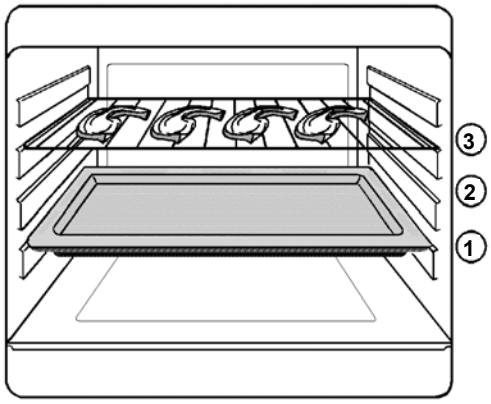

fig. 6
- Glissez la grille support de plat au gradin 2 ou 3 suivant l'épaisseur de la pièce à griller (fig. 6).